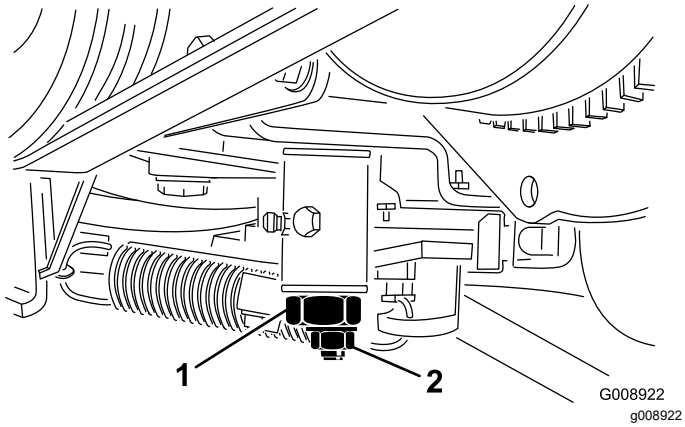

Figure 60
3. Desserrez le contre-écrou de la came de réglage de transmission (Figure 60).